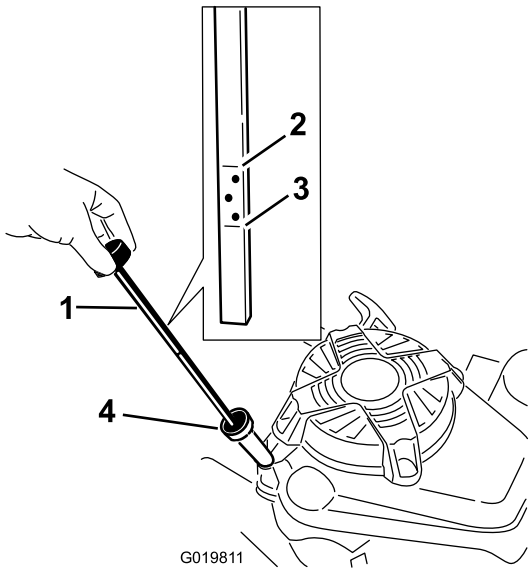

Figura 14
Prima di usare il tosaerba, verificate sempre che il livello dell'olio si trovi fra le tacche Add (rabboccare) e Full (pieno) sull'asta di livello (Figura 14).
2. Pulite attorno all'asta di livello (Figura 14).
6. Controllate il livello dell'olio sull'asta (Figura 14).